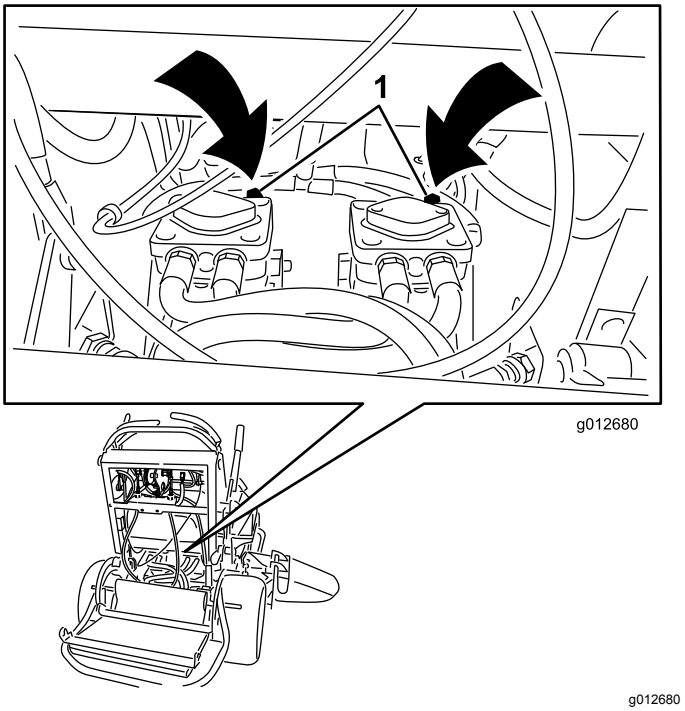

Figur 24
3. Öppna överströmningsventilerna på båda pumparna genom att vrida dem 1–2 varv motsols (Figur 24)